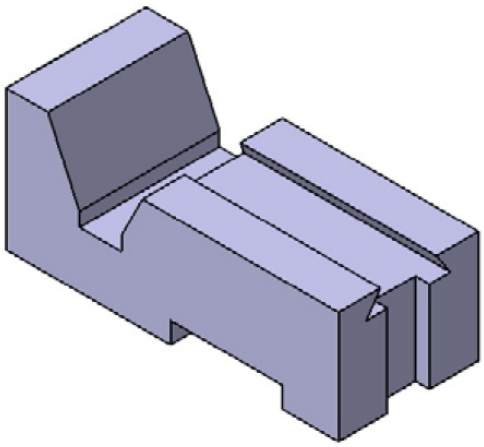

Figure 5-44 *The model after creating the third feature*
4. Set the value of the **Depth** spinner to **4** and choose the **OK** button to create the pocket feature. The model after creating the third feature is shown in Figure 5-44.